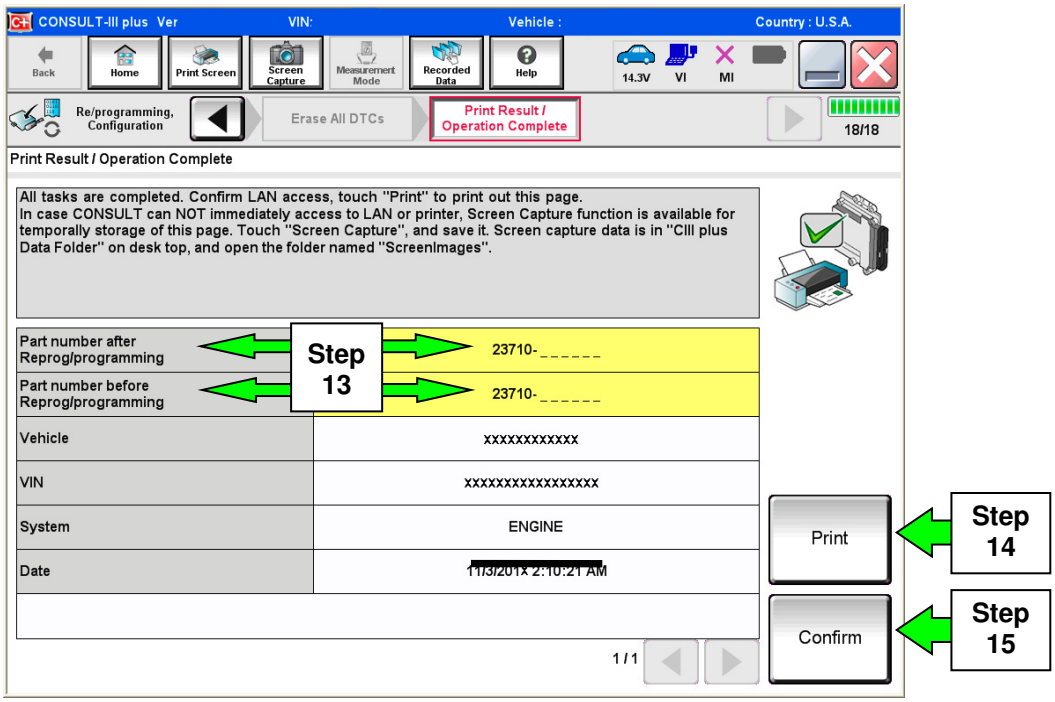

Figure 7
12. When the entire reprogramming process is complete, the screen in Figure 7 will display.
14. Print a copy of this screen (Figure 7) and attach it to the repair order for warranty documentation.